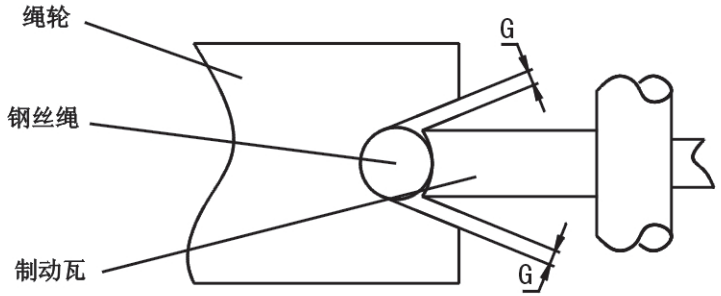

图4
4. 限速器钢丝绳不得擦碰闸瓦，应位于闸瓦中间，并与闸瓦保持平行，参见图4
5. 把限速器装配在安装台上时,应确保制动瓦和钢丝绳的中心不偏移，将填隙片插入机架和安装台之间，并进行调整。也可以调整盒形板与机架之间的Φ14垫圈。使图4中的G尺寸允差在0.5mm以内，然后拧紧螺栓，另外确定G尺寸为1mm以上.